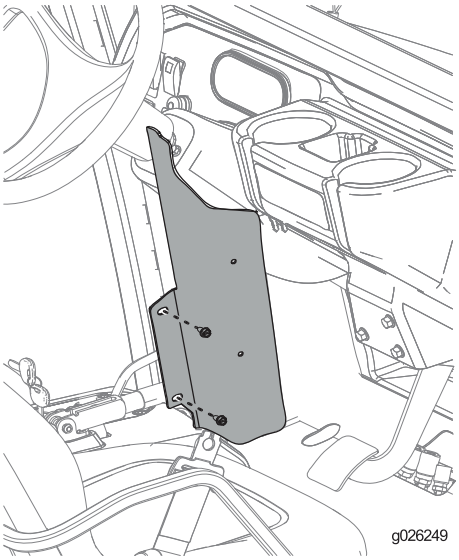

Figur 46
3. Montera sidoplåtspanelerna på vardera sida av maskinen med två skruvar (¼ tum) enligt Figur 46.